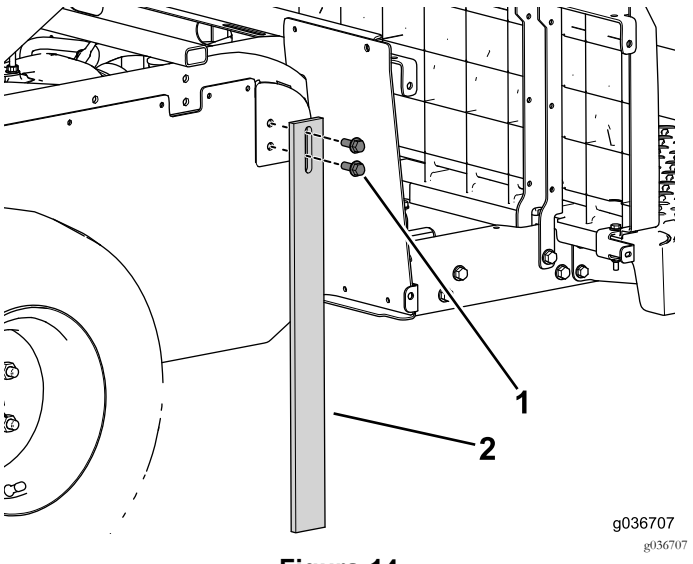

Figura 14
3. Utilize os quatro parafusos flangeados para instalar as pernas de suporte a ambos os lados da máquina (Figura 14).